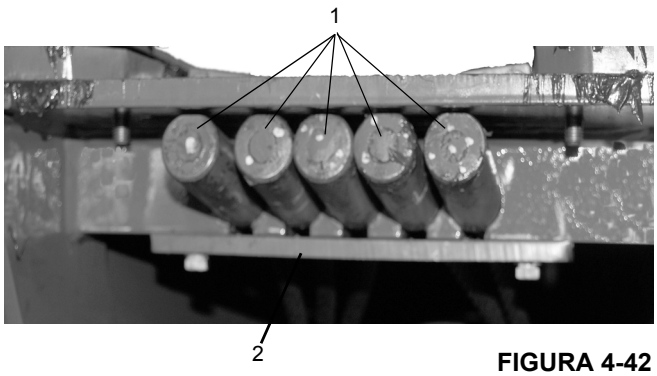

FIGURA 4-42
13. Coloque los extremos muertos de los cinco cables de extensión (Figura 4-42, 1) en los agujeros alargados en la parte superior de la sección de extremo y fíjelos con la placa retenedora (Figura 4-42, 2) y dos pernos.